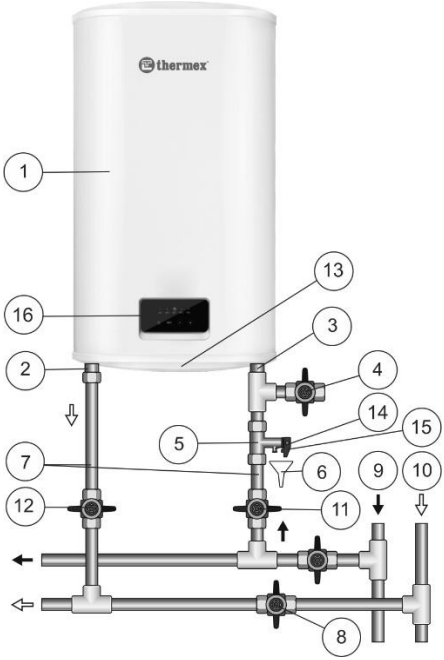

Рисунок 1. Схема подключения ЭВН к водопроводу в вертикальном положении
Внутренний бак имеет специальное биостеклофарфоровое покрытие, надежно защищающее внутреннюю поверхность от химической коррозии и, как следствие, длительный срок эксплуатации. Пространство между внешним корпусом и внутренним баком заполнено пенополиуретаном - современной, экологически чистой теплоизоляцией, обладающей наилучшими характеристиками теплосбережения. Модели Optima имеют два резьбовых патрубка: для входа холодной воды (Рис. 1, п. 3) с синим кольцом и выхода горячей воды (Рис. 1, п. 2) - с красным кольцом. На лицевой стороне ЭВН во всех моделях находится панель управления (Рис. 1, п. 16).
Предохранительный клапан (Рис. 1, п. 5) выполняет функции обратного клапана, препятствуя попаданию воды из водонагревателя в водопроводную сеть в случаях падения в последней давления и в случаях возрастания давления в баке при сильном нагреве воды, а также функции защитного клапана, сбрасывая избыточное давление в баке при сильном нагреве воды. Во время работы водонагревателя вода может просачиваться из выпускной трубы предохранительного клапана для сброса излишнего давления, что происходит в целях безопасности водонагревателя. Эта выпускная труба должна оставаться открытой для атмосферы и быть установлена постоянно вниз и в незамерзающей окружающей среде.
Необходимо обеспечить отвод воды из выпускной трубы предохранительного клапана (Рис. 1, п. 14) в канализацию, предусмотрев при монтаже ЭВН соответствующий дренаж (Рис. 1, п. 6).
Необходимо регулярно (не реже одного раза в месяц) проводить слив небольшого количества воды через выпускную трубу предохранительного клапана в канализацию для удаления известковых осадков и для проверки работоспособности клапана. Для открывания клапана он снабжен ручкой (Рис. 1, п. 15). Необходимо следить, чтобы во время работы ЭВН эта ручка находилась в положении, закрывающем слив воды из бака.
Установить предохранительный клапан (Рис. 1, п. 5) на входе холодной воды (Рис. 1, п. 3), помеченном синим кольцом, закрутив на 3,5 - 4 оборота, обеспечив герметичность соединения любым уплотнительным материалом (льном, лентой ФУМ и др.).
- В вертикальном положении в соответствии с Рис. 1 с выходом патрубков снизу